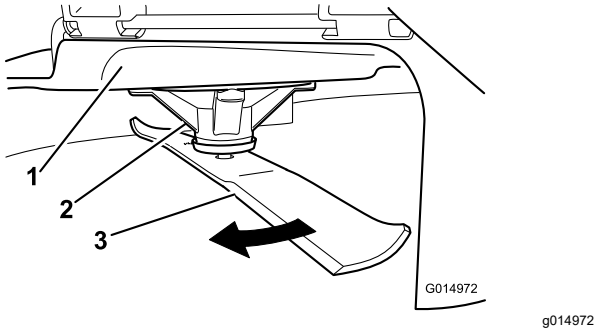

Figura 66
2. Usando luvas almofadadas ou outra proteção adequada para as mãos, rode lentamente lâmina para uma posição que lhe permita uma medição da distância entre a extremidade de corte e a superfície nivelada onde a máquina está (Figura 66).